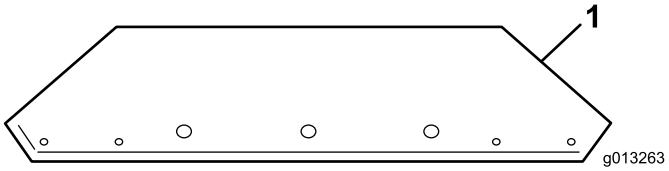
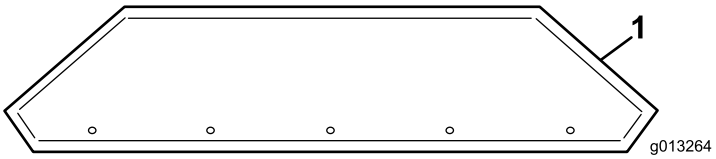

Rysunek 10
Rysunek 11
1. Wyjmij rozszerzenia kosza samowyładowczego ze skrzyni i zidentyfikuj przód i tył (Rysunek 10 i Rysunek 11).